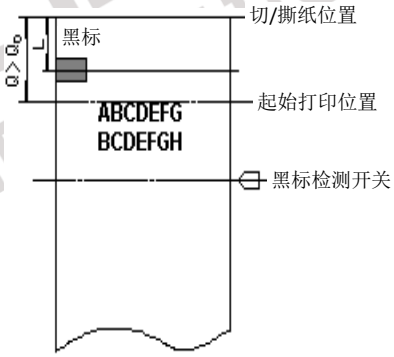

图 4
3. 当切/撕纸偏移量不为零或每单的起始打印位置到切/撕纸位置的距离 Q 大于打印机的机械值(Q_0)时(如图 4 所示)，**GS** （ **F** 命令的起始打印位置偏移量计算见公式 3：